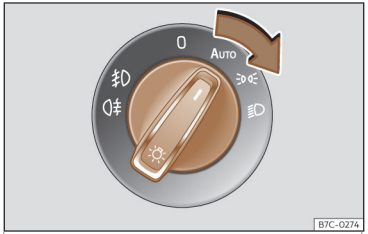

Fig. 87 Tablero de instrumentos: mando de las luces.
- Gire el interruptor hacia la posición deseada»» fig. 87.